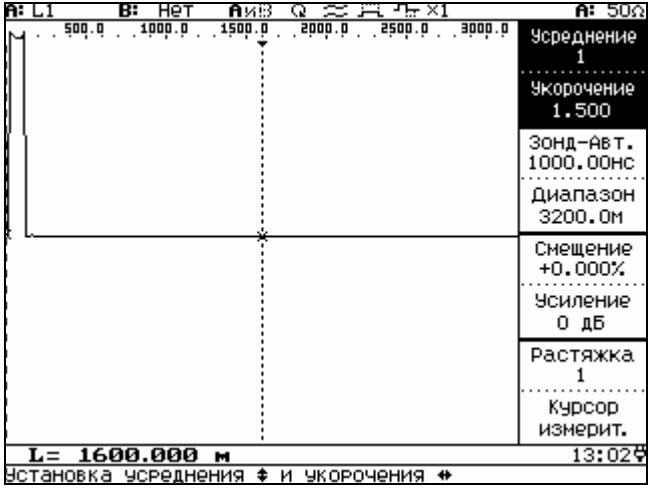

Рисунок 6.10
6.3.9 Режим изменения параметров усреднения и коэффициента укорочения (рисунок 6.10) выбирается нажатием кнопки **F1**.